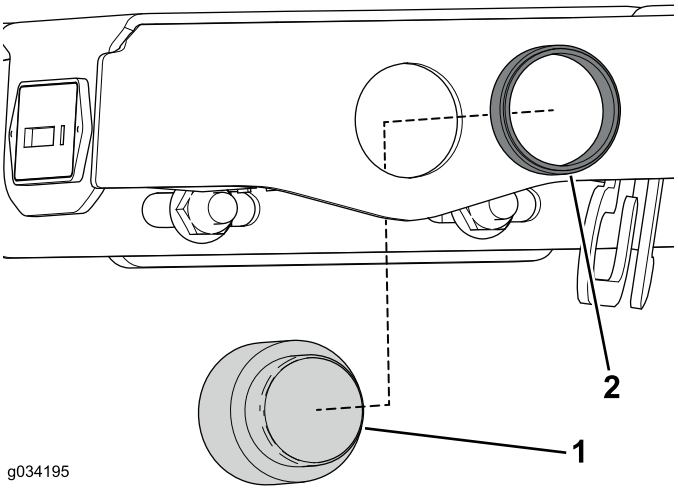

Figuur 27
2. Gebruik de borgring om het audioalarm aan de bedieningseenheid te bevestigen (Figuur 27).